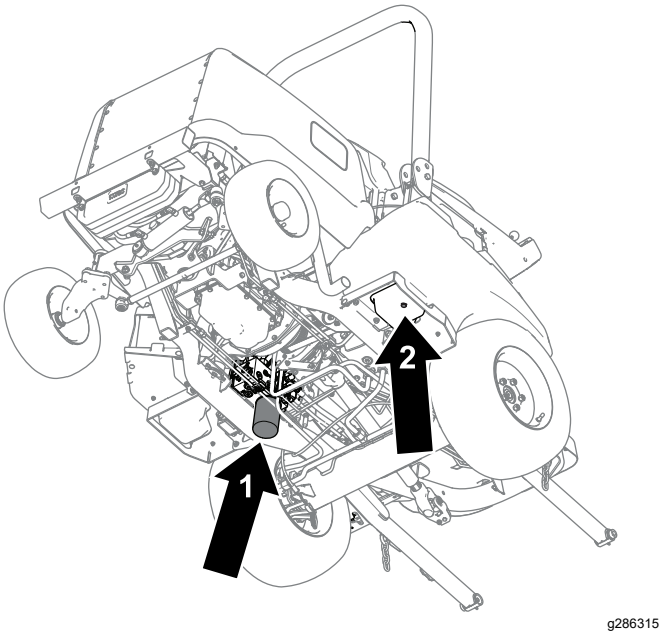

**Figuur 81**
4. Verwijder de aftapplug (Figuur 81) uit de bodem van de tank en laat de hydraulische vloeistof in de bak lopen.
6. Plaats een opvangbak onder het filter (Figuur 81), verwijder het filter en laat resterende olie lekken in de bak.